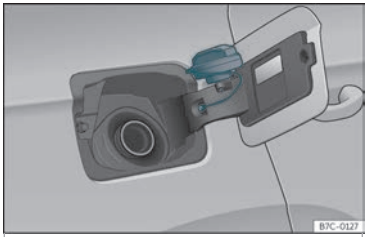

Fig. 253 Tapa do depósito co tapón encaixado.
- Colóqueo no espazo que hai na bisagra da tapa aberta ››› **fig. 253**.